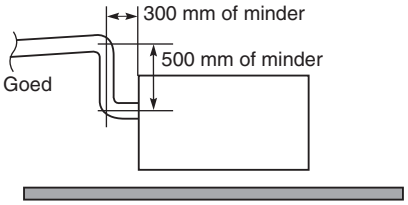

Afb. 3-11
- **Als de afvoerpijp hoger aangebracht moet worden, mag het gedeelte direct na de aansluiting maximaal 500 mm omhoog gaan. Ga niet hoger dan 500 mm, want dit kan leiden tot waterlekkage. (Afb. 3-11)**